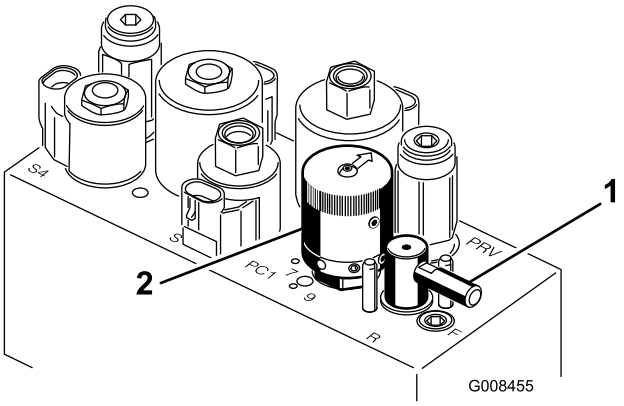

Figuur 49
5. Zet de wethendel in de stand "R" (Figuur 49).
6. Draai de toerentalregeling van de messenkooien naar instelling 1 (Figuur 49).